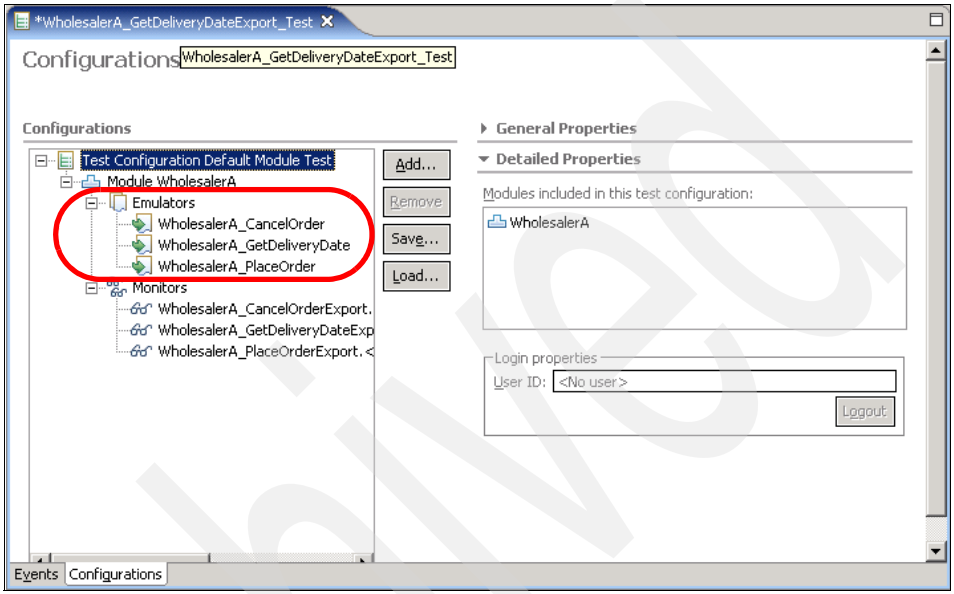

Figure A-77 Emulations in the Configurations view
4. As shown in Figure A-77, with the current settings, the call to the WholesalerA_GetDeliveryDate component (the WS-BPEL business process) is emulated. Click **WholesalerA_GetDeliveryDate** and then click **Remove**. This ensures that we call the real WS-BPEL process during testing rather than an emulator.